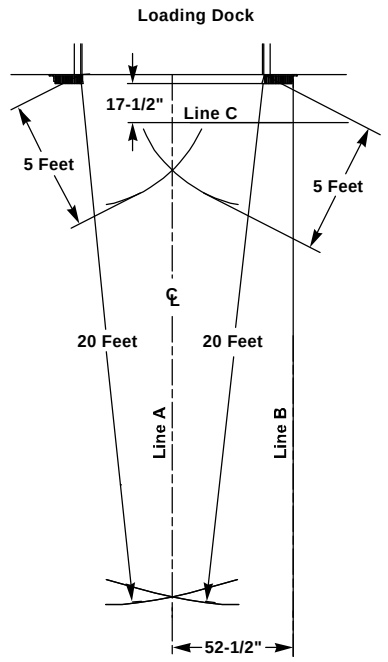

FIGURE 7 - LOCATING CENTERLINE
1. Secure a 20' length of string at the lower right edge of the dock leveler pit at the dock face. Measure out 5' of string, and holding a piece of chalk at the end of the 5' length of string, draw a large arc which begins well before and extends past where you expect the centerline to be. See Figure 7.
1. Measure to the right of the centerline 52-1/2". Snap a chalk line for Line B. To ensure Line B is parallel to the centerline (Line A), measure and mark at several locations. See Figure 7.
2. Measure 17-1/2" off each bumper face. Snap a chalk line for Line C. See Figure 7.